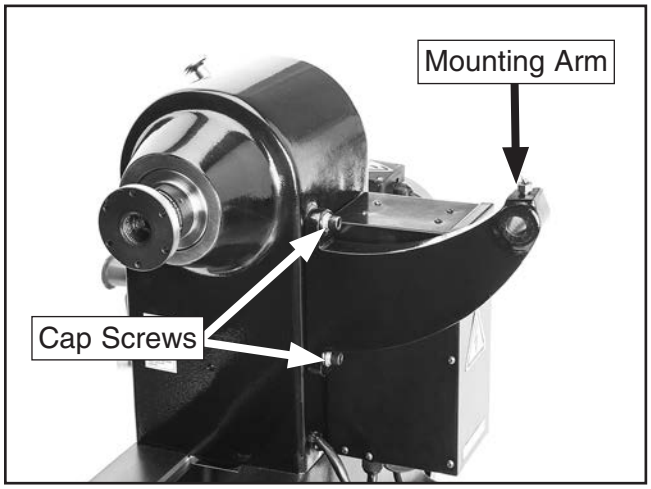

Figure 22. Chuck guard mounting arm installed.
15. Use (2) M10-1.5 x 30 cap screws, (2) 10mm flat washers, and (2) 10mm lock washers to attach the chuck guard mounting arm to the back of the headstock (see **Figure 22**).